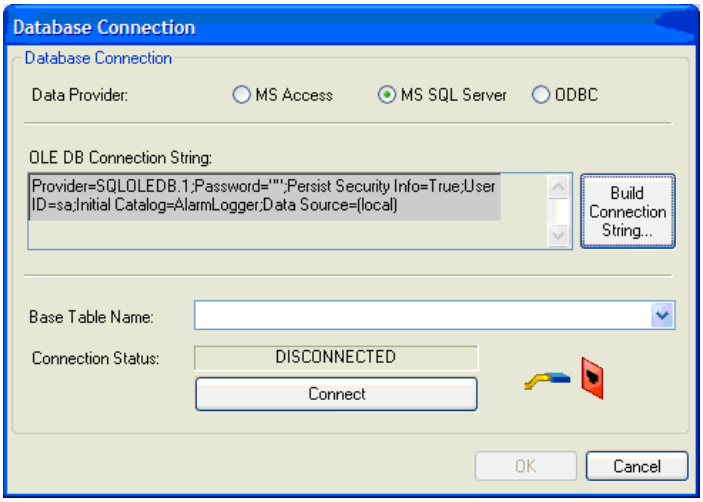

Figure L5.8: Database Connection
4. Click **OK** and connect to the **AlarmLog** table in the database, as shown in **Figure L5.8.**